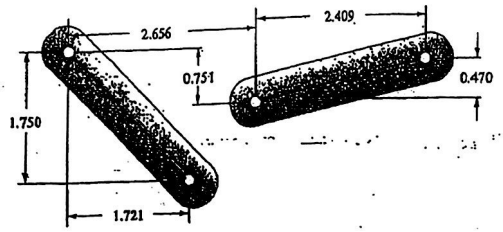

FIGURE P3-1
*3-3 Design a fourbar mechanism to give the two positions shown in Figure P3-1 of output rocker motion with no quick-return. (See Example 3-2.) Build a cardboard model and determine the toggle positions and the minimum transmission angle from the model.
3-4 Design a fourbar mechanism to give the two positions shown in Figure P3-1 of coupler motion. (See Example 3-3.) Build a cardboard model and determine the toggle positions and the minimum transmission angle from the model. Add a driver dyad. (See Example 3-4.)